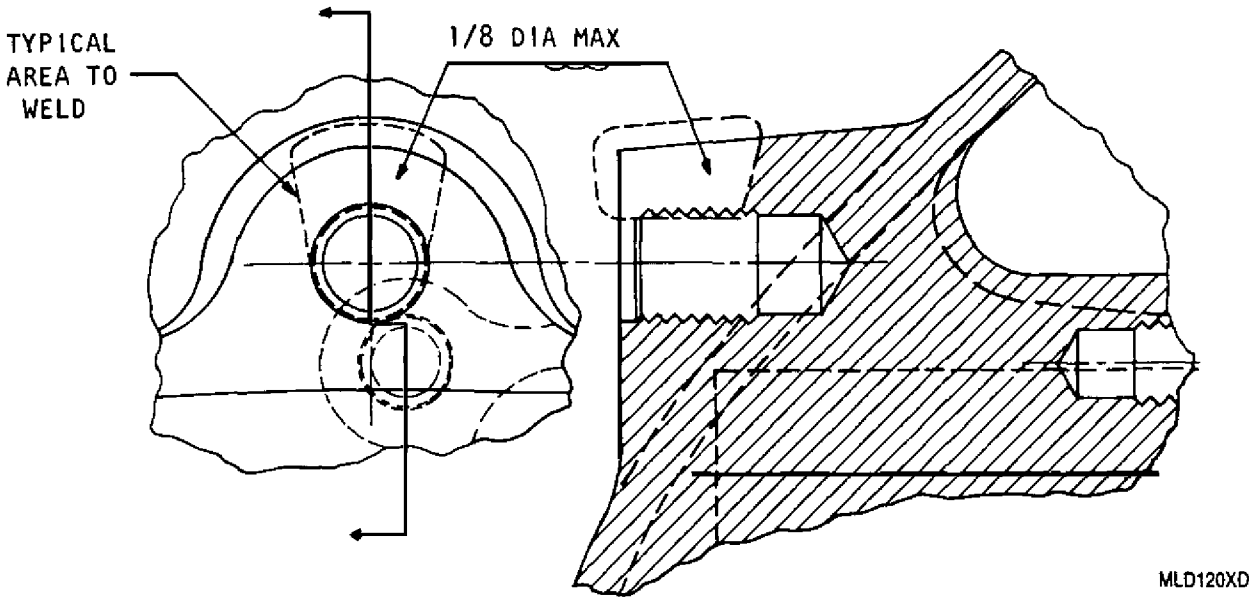

Figure 3. Front Housing Screw Bushing Boss − Weld Repair
7. Screw Bushing Boss Crack − Weld Repair. (figure 3)